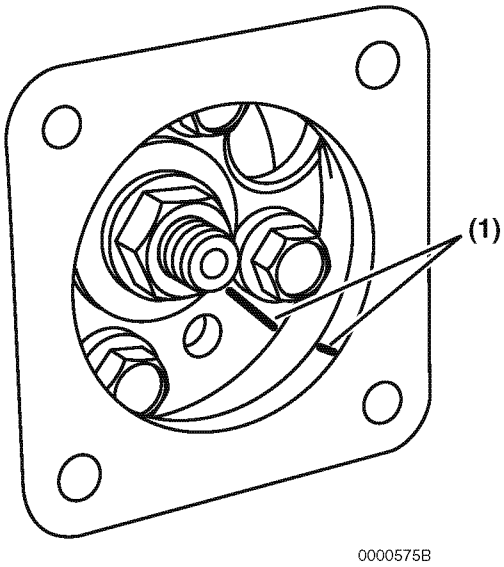

Figure 7-23
TNV82 - 88 model engines **(Figure 7-23, (1))**.